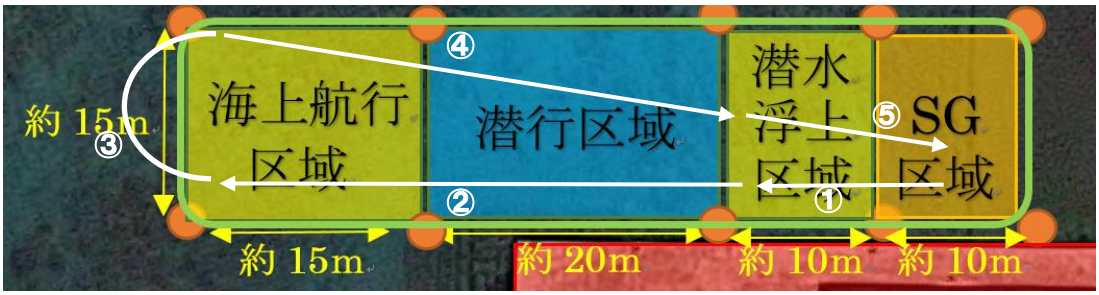

図 4-2-1　AUV 競技エリア及び競技コース航行例
9)　図 4-2-1 及び図 4-2-2 は、あくまでもイメージです。正確な配置は当日の会場で確認してください。